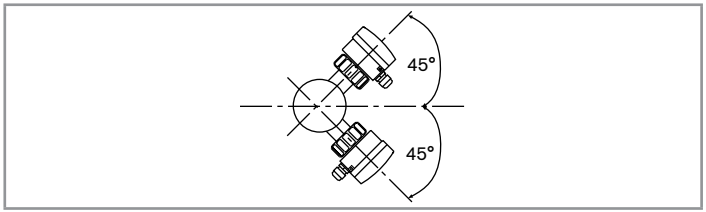

Bild 8: Monteringsvinkel på röret
- Vi rekommenderar att enheten installeras i 45° vinkel mot rörets horisontella mitt för att förhindra avlagringar på elektroderna och felaktiga mätningar på grund av luftbubblor (se Bild 8).